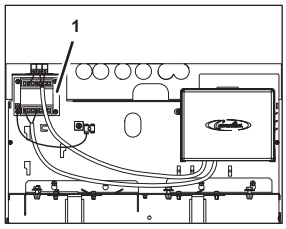

Fig. 102
1. Disconnect all electrical cables from the transformer (Fig. 102/1).
5. Connect all electrical cables to the transformer (Fig. 102/1).